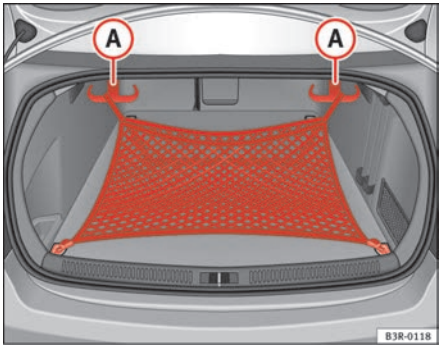

Fig. 117 Stretch net attached in position as retaining net
– Secure the hooks of the retaining net to the fastening rings at the bottom of the luggage compartment panel ⇒ page 140, fig. 117.
– Take hold of the handles and pull down the retaining hooks (A) ⇒ page 140, fig. 117 at the top of the luggage compartment. Pull up the net and attach the loops onto the retaining hooks.